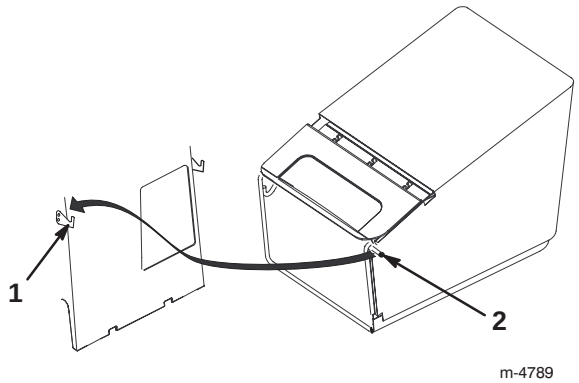

Bild 15
4. Hängen Sie die Fangkorbrahmenstifte in den Chassishaken ein, siehe Bild 15.
4. Haken Sie die Fangkorbrahmenstifte aus den Chassishaken aus, siehe Bild 15.